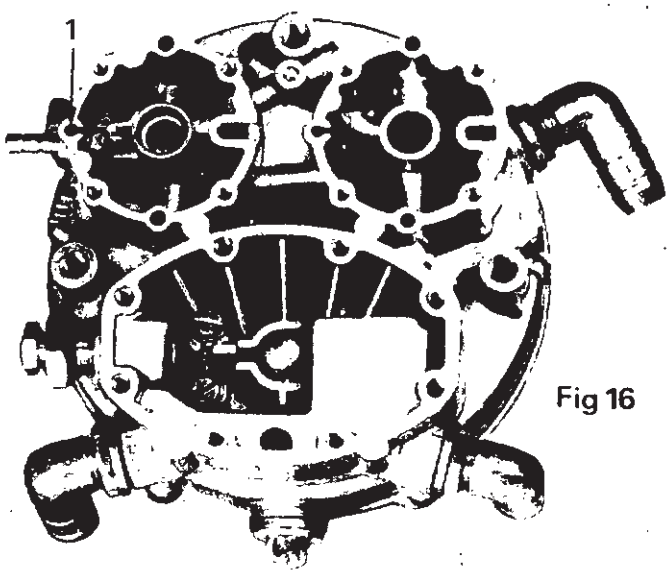

Fig 16
- monter la soupape complète sur le corps du réducteur en veillant à ce que la bague placée sur la soupape s'introduise dans le canal de prise de dépression (Fig. 16).